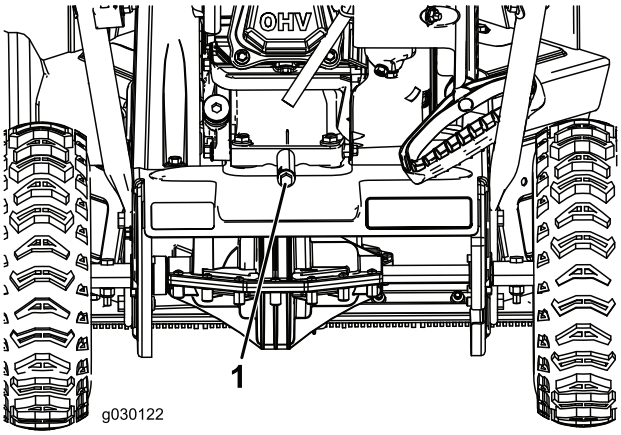

**Figur 20**
2. Sæt en oliedræningsbakke under olieaftapningsproppen, fjern olieaftapningsproppen, og vip sneslyngen bagover, så den brugte olie kan løbe ned i olieaftapningsfadet (Figur 20).